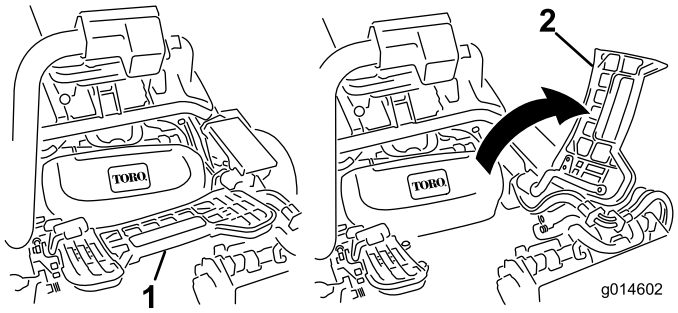

**Figur 11**
7. Skal du montere den midtre klippeenheten, må du løfte opp fothvileren og svinge den opp, slik at det er mulig å komme til stillingen til den midtre klippeenheten (Figur 11).